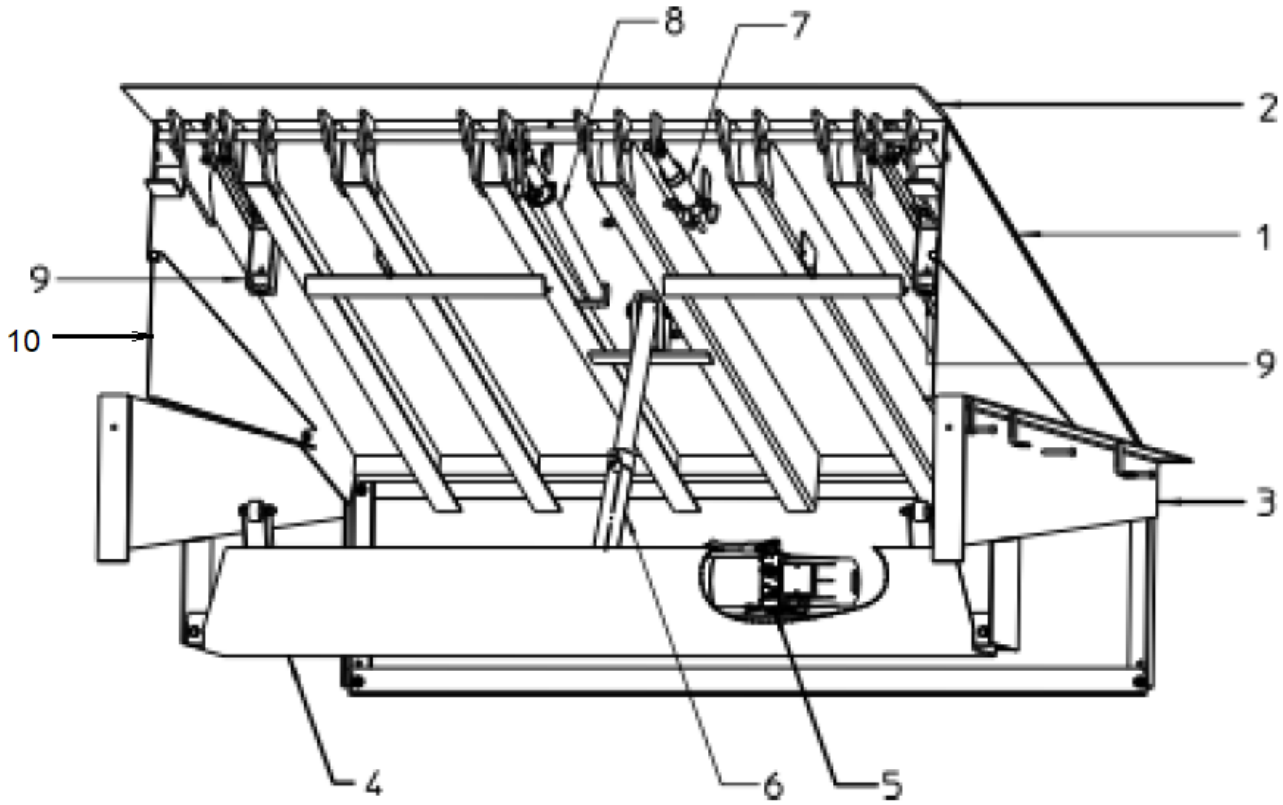

Рис. 2. Общий вид платформы RSF
- **Состав RSF (рис.2):**
Регулировка выпускного клапана (рис.3 поз. 9) и клапана последовательности (рис.2 поз. 8) осуществляется поворотом против часовой стрелки для снижения давления и по часовой стрелке для увеличения давления.